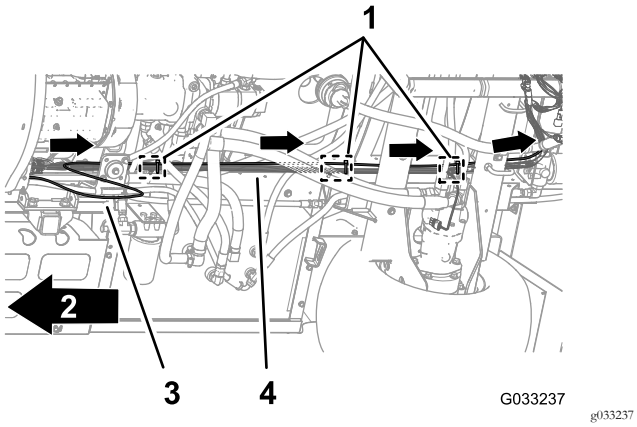

Figura 111
1. Enrute el tubo del sensor de presión del indicador del salpicadero a lo largo del arnés de cables trasero de la máquina (Figura 111).
2. Fije el tubo del sensor de presión al arnés de cables trasero con 3 sujetacables junto a las 3 grapas en los puntos de anclaje del chasis del arnés de cables trasero (Figura 111).